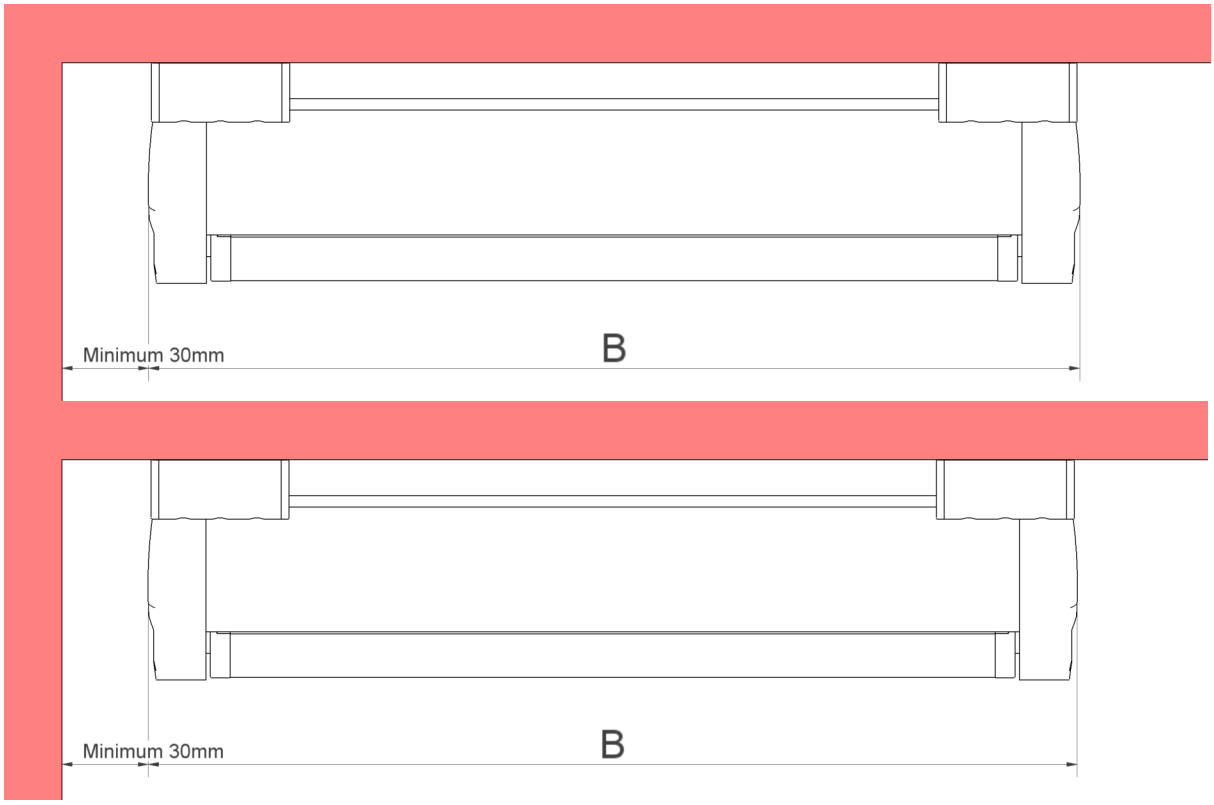

Bild 1
- Im Fall einer Nischenmontage empfehlen wir zwischen Markise und Wand einen Abstand von 30 mm einzuhalten (Siehe Bild 1).